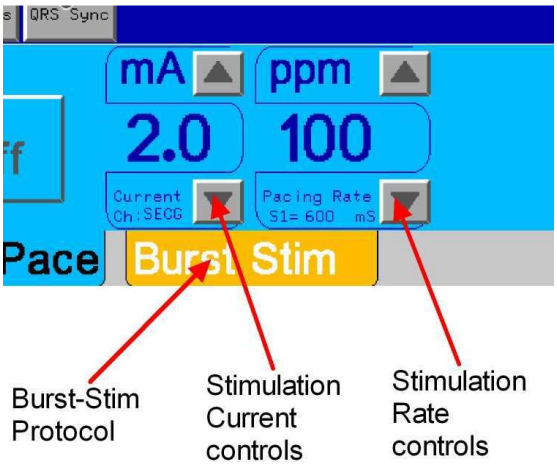

**Figura 7 Ajuste de Parámetros de Estímulo**
- La navegación por menús y submenús se efectúa tocando sus nombres (ej. Estimulación de Descarga en la Figura 7)
- Es posible ajustar los parámetros numéricos tocando los botones de ajuste Arriba/Abajo (Figura 7) o tecleando el número, que mostrará un teclado numérico o alfanumérico para introducirlos (Figura 9).